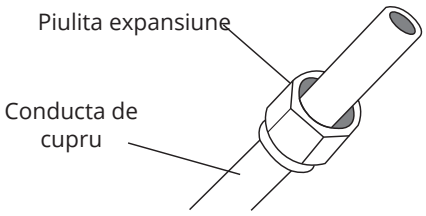

Fig. 7.6
3. Montati piulitele de expansiune la ambele capete ale conductei. Verificati daca piulitele se afla in pozitie corecta, intrucat nu le mai puteti schimba dupa expansiune (fig. 7.6).